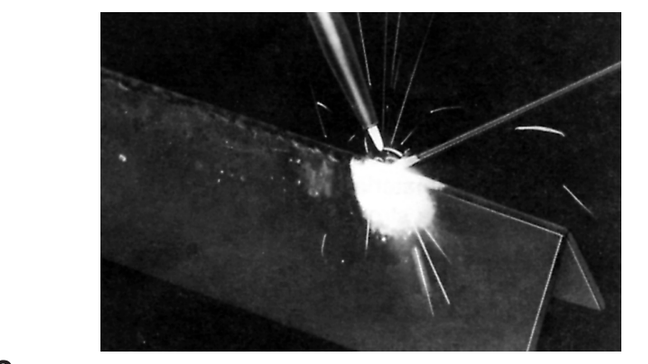

Figure 16. Exercice 3
1. Tout en formant une masse de métal fondu au moyen de la flamme du chalumeau, introduisez une baguette de métal d'apport dans la flamme (fig. 16).